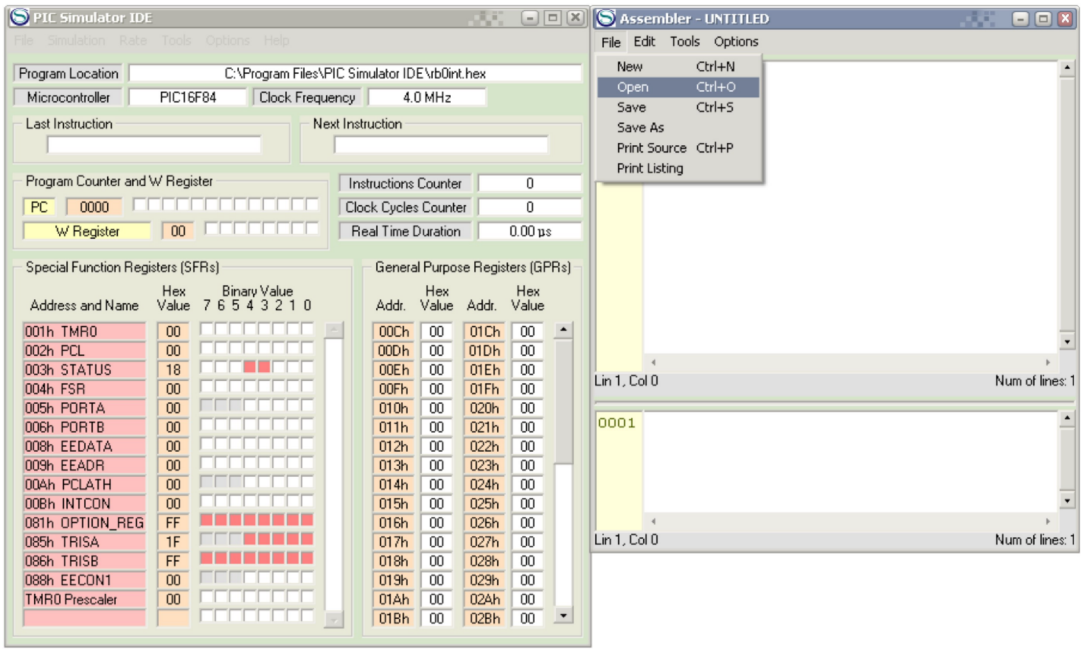

Рис. 3 Завантаження існуючого або створення нового файлу асемблера
2. У вікні Assembler натиснути опцію File. Розкриється закладка (рис. 3), з якої для створення нового файлу потрібно натиснути New, а для завантаження вже створеного – OPEN.